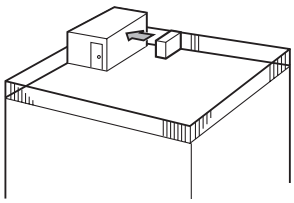

Fig. 2-4
(1) Positionner la sortie d’air vers le mur le plus proche et à environ 50 cm de celui-ci. (Fig. 2-4)